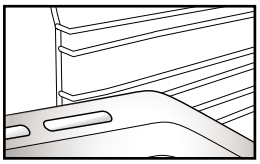

Fig. 2
2. Другие принадлежности, такие как поддон и противень, устанавливаются тем же способом, что и решетка *(Рис. 2)*.